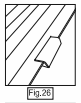

Fig.26
Take the U-shaped bracket and rock it up at an angle to attach it to the bottom inner channel of the Beam (4). Once attached, the back portion will sit flush against the inside of the Beam (4) (Fig. 26).